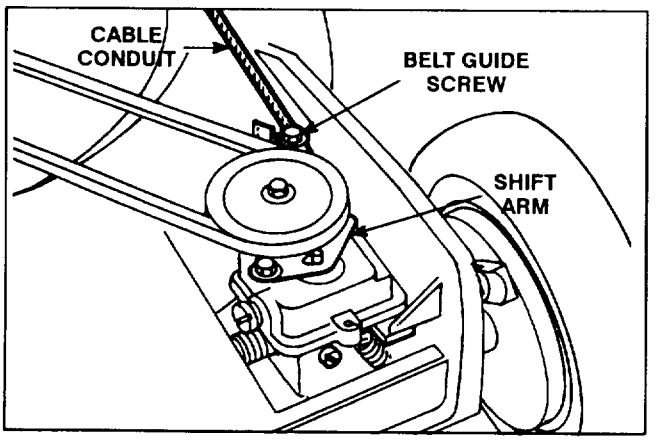

Figure 21
3. ADJUSTMENT (Fig. 21)—Loosen belt guide screw until cable conduit slides. Move handle–mounted wheel drive control to DISENGAGE position. Move shift arm toward clamp screw and hold in place. Pull cable conduit to remove slack and tighten belt guide screw.